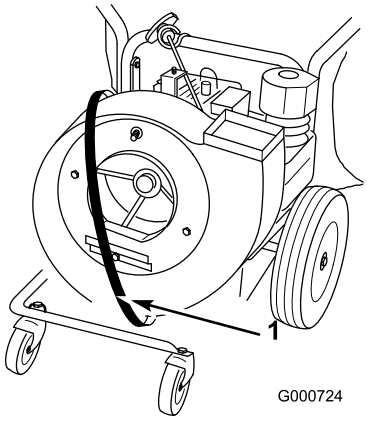

Figur 35
10. Dra den nya remmen runt blåsarhuset (Figur 35).